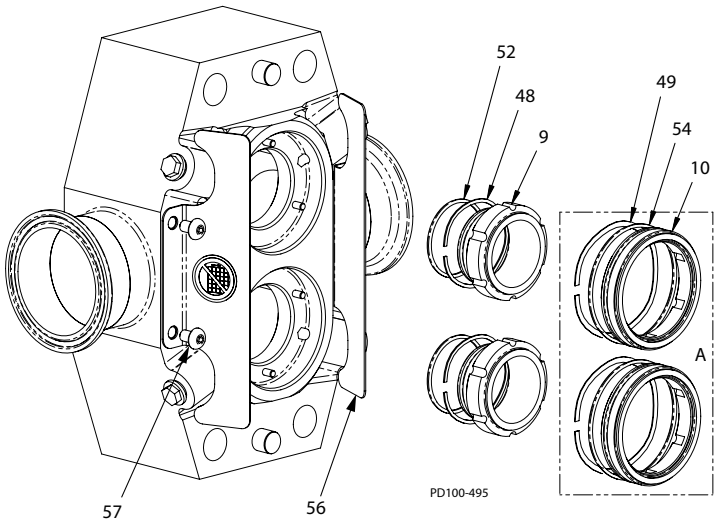

Afbeelding 53 - Installatie van asafdichting
3. Installeer de o-ring van de binnenste afdichting (Afbeelding 53, item 52) in de groef van de binnenste afdichting en installeer de golfveer (item 48) op het centrale deel van de binnenste afdichtingen (item 9).
5. Bevestig de afdekplaten (Afbeelding 53, item 56) aan het centrale deel door gebruik van platbolkopschroeven (item 57).
6. Voor pompen met dubbele afdichting (Afbeelding 53, inset A):
Installeer de o-ring van de buitenste afdichting (Afbeelding 53, item 54) in de groef van de buitenste afdichting (item 10).